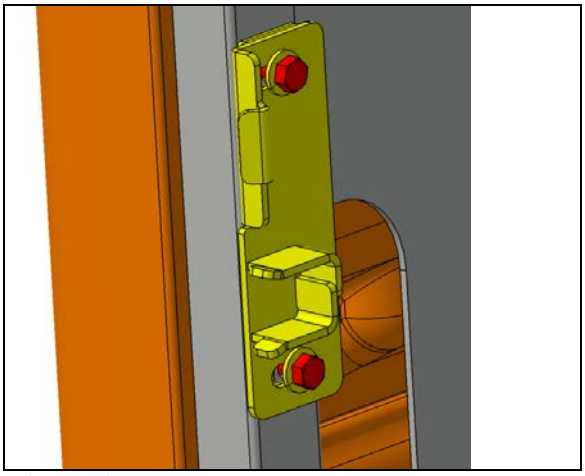

FIGURE 60:
17. Procéder à l'ajustement transversal en déplaçant la plaque d'alignement et de verrouillage à l'aide des rainures (trous de montage) (Figure 60:).